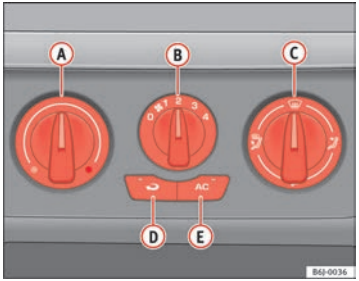

Fig. 89 Mandos del Aire Acondicionado en el tablero de instrumentos
– Con los reguladores ⇒ fig. 89 (A) y (C) y con el mando (B) se regula la temperatura, la velocidad del ventilador y la distribución del aire.
– Pulse la tecla (D) o (E) para activar o desactivar la función correspondiente. Cuando la función está activa, se enciende un testigo rojo en la tecla.
– Cierre los difusores (3).
– Abra y oriente los difusores (4) hacia las ventanas laterales.